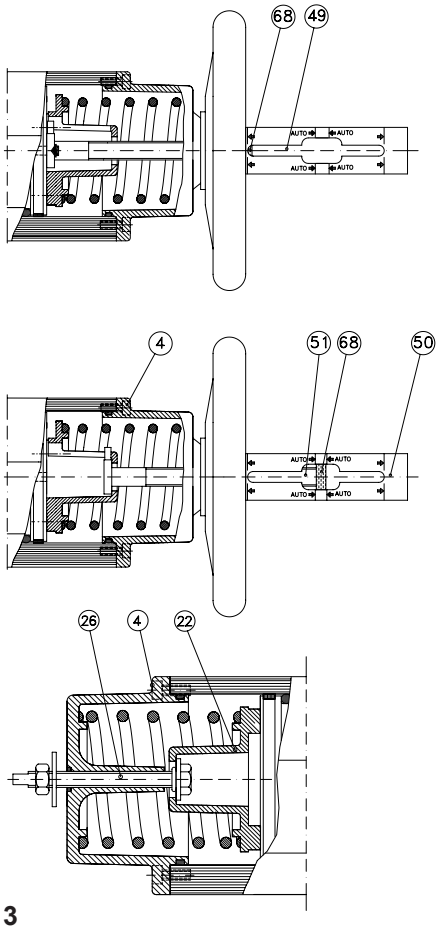

Fig. 3
2. Vérifier que les ressorts peuvent presser le piston en position d'origine selon la figure 3. Le goujon supérieur de l'axe ne doit pas être oblique.
4. Tourner le volant de sorte que la broche filetée (51) s'enfonce au maximum dans l'actionneur et que l'anneau indicateur jaune peut tout juste être vue dans le tube plastique (49).
5. Pour les tailles RC220, 240, 260, 280 SR (c.-à-d. action-neurs avec deux pistons): Visser la vis de serrage (26) dans la boîte ressort opposée, dans le sens inverse des aiguilles d'une montre jusqu'à ce qu'elle touche le guide-ressort (22). Démonter la boîte de ressort en desserrant les vis de fixation (4) qui la maintiennent.
6. Pour toutes les tailles: tourner ensuite la commande manuelle jusqu'à ce qu'il y ait une résistance et qu'on puisse voir l'anneau indicateur jaune (68) dans la zone marquée "AUTO".
7. Démonter la boîte ressort de l'inité de commande manuelle M1 en desserrant les vis de fixation (4) puis en tournant le volant de plusieurs tours dans le sens qui offre le moins de résistance.